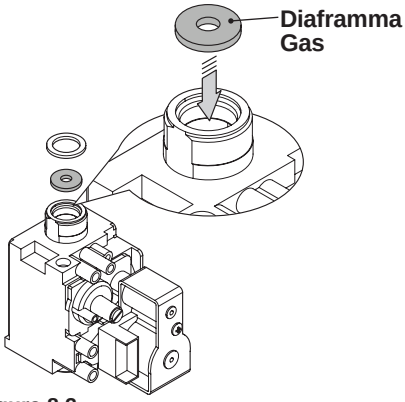

Figura 8.2
- Eseguire la trasformazione del tipo di gas sostituendo correttamente il diaframma gas (Figura 8.2), facendo riferimento alla sezione "Dati tecnici" pag. 28 (modello **M263V.2025 SM/..**) e pag. 32 (modello **M263V.3035 SM/..**).